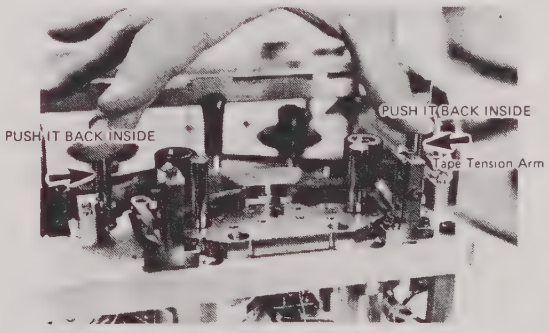

Fig. 5-9
3. To prevent light for BOT/EOT from passing, mask the holder (LED); the load arm and pinch roller will come out. Then put back right and left tape tension arms a bit inwardly simultaneously to keep reel motors from creeping. (Fig. 5-9)